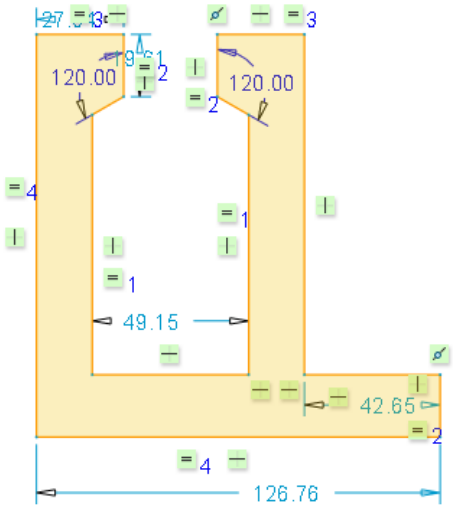

Figure 2-33 *Sketch after applying dimensions*
c. Dimension the required entities and then modify the dimensions of the sketch, refer to Figures 2-33 and 2-34.
Figure 2-33 shows the sketch after applying dimensions. If your sketch does not have all dimensions shown in this figure, apply them by using the **Dimension** tool.